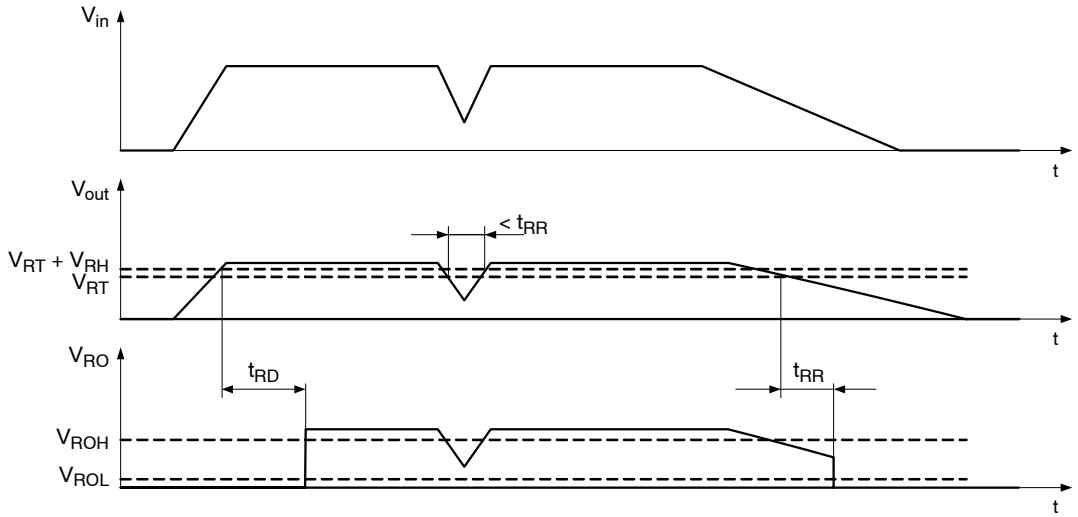

Figure 31. Reset Function and Timing Diagram
A reset signal is provided on the Reset Output (RO) pin to provide feedback to the microprocessor of an out of regulation condition. The timing diagram of reset function is shown in Figure 31. This is in the form of a logic signal on RO. Output voltage conditions below the RESET threshold cause RO to go low. The RO integrity is maintained down to V_{out} = 1.0 V. For 5 V voltage option, the Reset Output (RO) circuitry includes internal pull−up (30 kΩ) connected to the output (V_{out}) No external pull−up is necessary. For voltage options and 3.3 V RO is open drain output and external pull−up resistor is required. Select pull−up resistor in range between 5 kΩ to 100 kΩ with respect to I_{ROmax} and I_{ROLK} limits to keep V_{RO} logic levels at appropriate range.